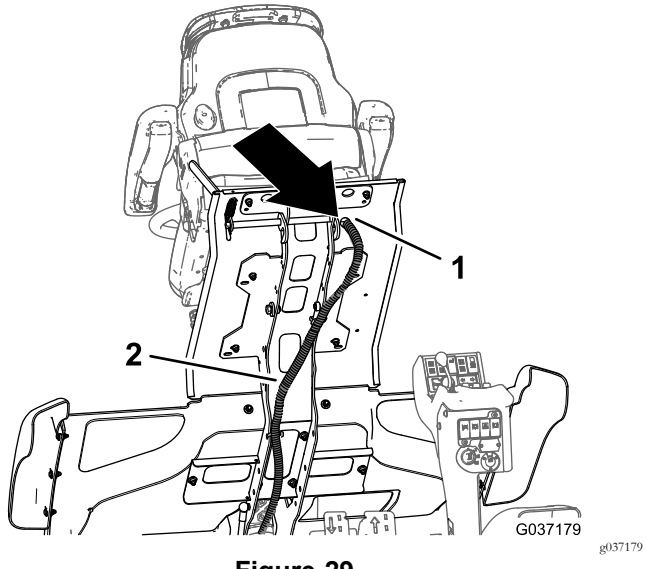

Figure 29
1. Route the wire harness of the machine that you disconnected in step 1 of 2 Removing the Seat (page 4) through the hole in the operator's platform (Figure 29).
4. At the bottom of the platform, route the 2-socket connector (black and red wires) of the 400 cm (157-1/2 inches) kit wire harness through the hole in the platform located behind the seat; refer to Figure 29.